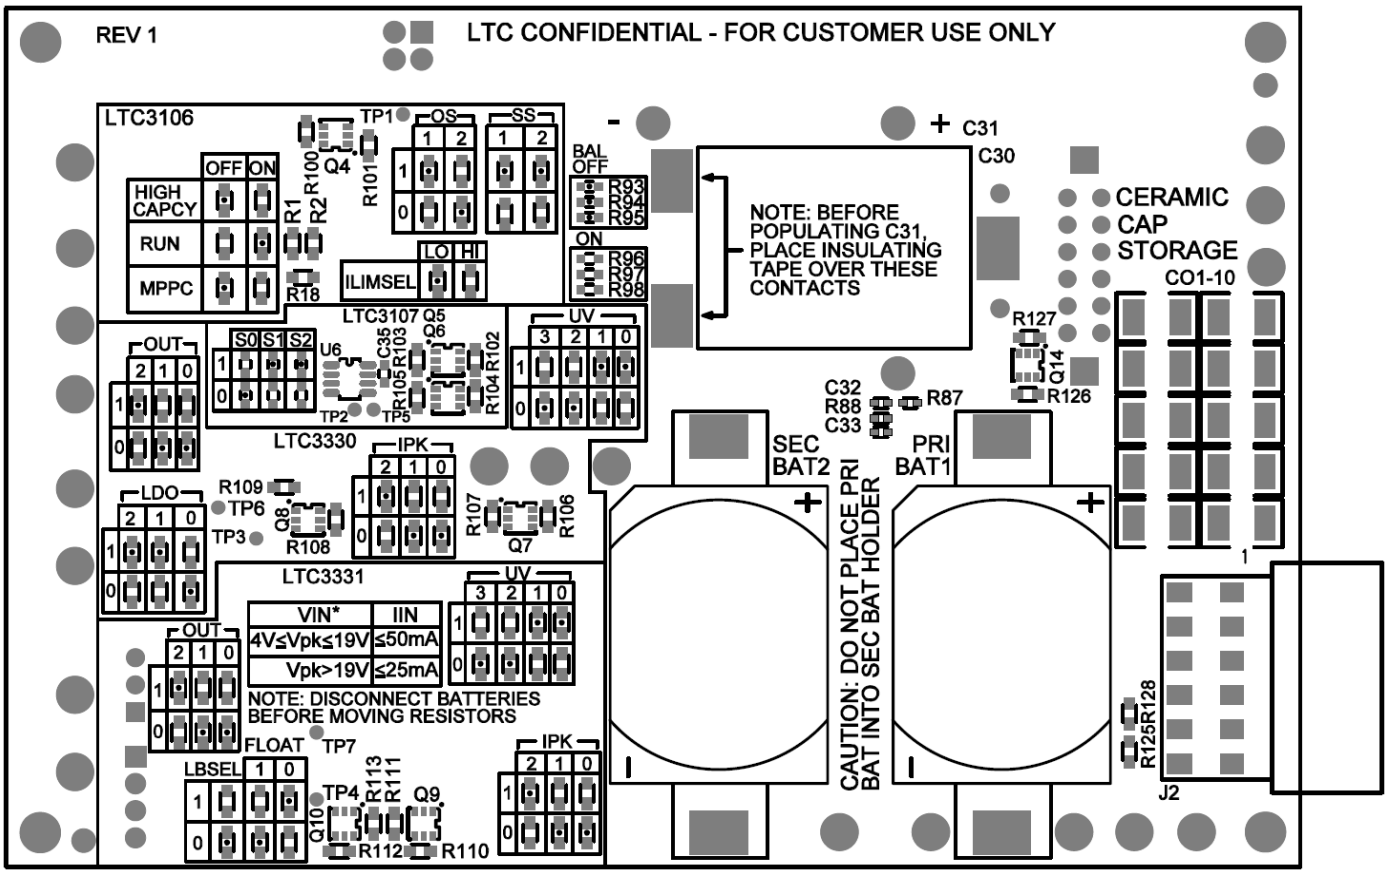

Figure 4. DC2509A Bottom Assembly Drawing
1) All 0Ω resistors should be in their default position (see Figure 4, default resistors have dots). Verify that the jumpers and switches are also in their default setting as follows: